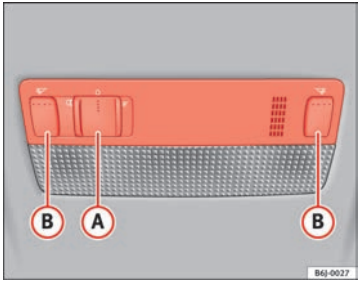

Fig. 61 Front reading light
Press the corresponding button (B) ⇒ Fig. 61 to switch on the reading light.